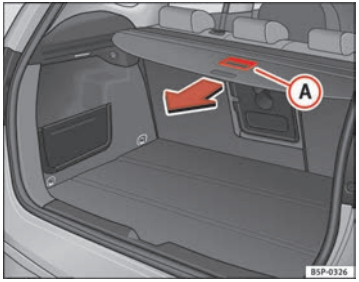

Fig. 124 Using the rear shelf
– Use the handle (A) to pull the shelf back until you hear a click ⇒ fig. 124.